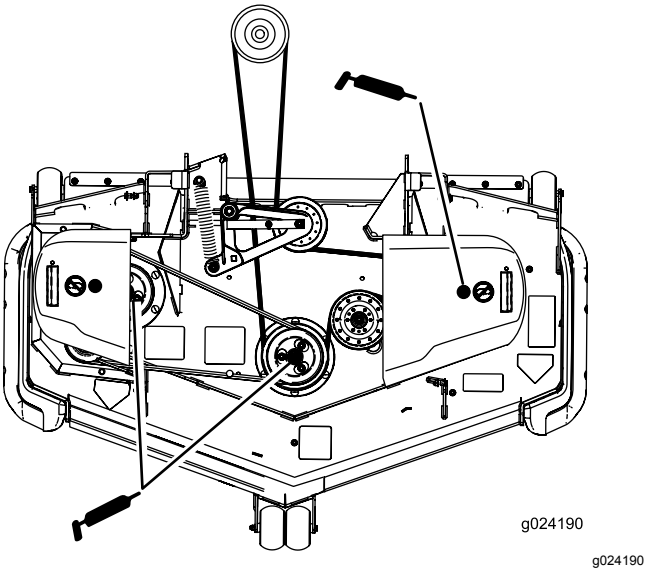

Figuur 39
5. Smeer het scharnierpunt van de spanpoelie van het maaidek tot het smeer er aan de onderzijde uitkomt (Figuur 39).
6. Smeer de 3 aslagers totdat er vet bij de onderste afdichtingen naar buiten komt (Figuur 39).
8. Smeer de arm van de spanpoelie van de aandrijfriem (Figuur 39).